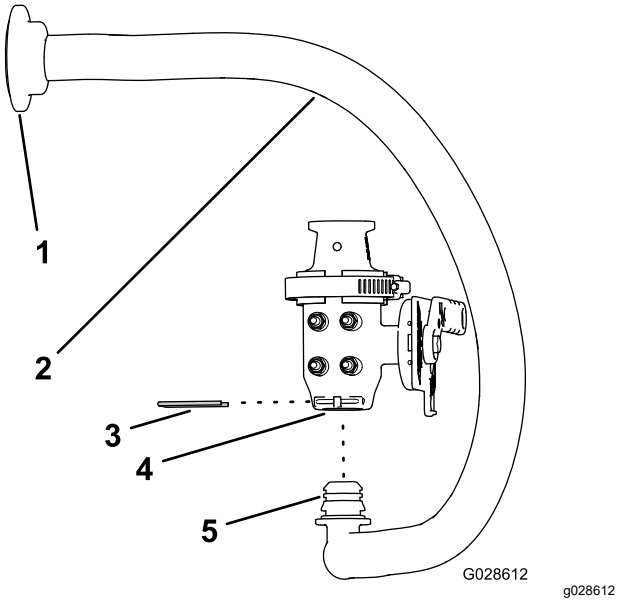

Rysunek 18
3. Załóż kolanko 90° węża zasilającego pompy na dolnym króćcu zaworu pompy strumieniowej (Rysunek 18).
4. Zamocuj kolanko na zaworze za pomocą elementu ustalającego (Rysunek 18).